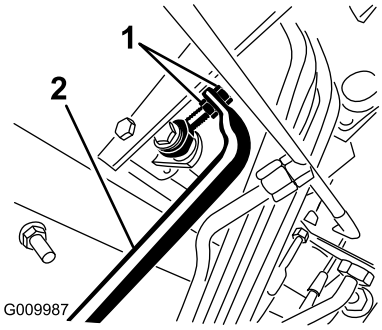

Figuur 109
5. Draai aan de contramoeren op het uiteinde van de pompstang en beweeg de bedieningshendel van de pomp naar voren als de machine voorwaarts kruipt, of naar achteren als de machine achterwaarts kruipt, totdat de machine niet meer kruipt (Figuur 109).